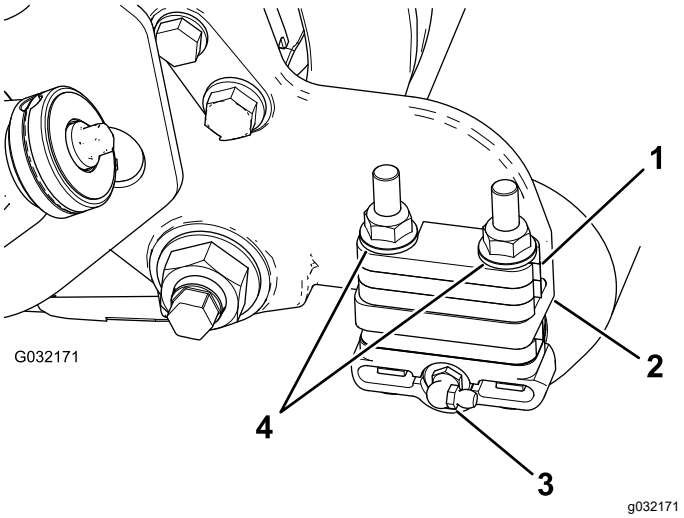

Figure 6
1. Remove the grease fitting for the roller from the side of the cutting unit that has the roller-brush housing (Figure 6).
3. Remove the 2 flange locknuts securing each roller bracket to the side plates, **as well as any 6 mm (1/4 inch) spacers positioned on the top side of the side-plate mounting flange** (Figure 6).